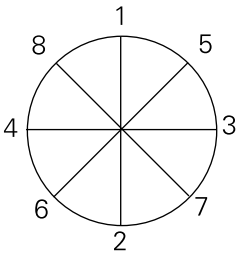

Figure 14 — Star Pattern
- When drive features are present, such as a keyway or spline, the drive feature must be covered using an installation tool similar to the one shown in Figure 14, Installation Method D. If the size of the shaft prohibits such a tool, then the following may be used:
Using the application lubricant, apply a thin coating on the seal lip and shaft. Using Figure 14 installation methods, install the seal. For all installation tooling, the diameter (contact area) must not be more than 0.010" (0.254mm) smaller than the bore diameter. If the size of the seal prohibits such a tool, then: